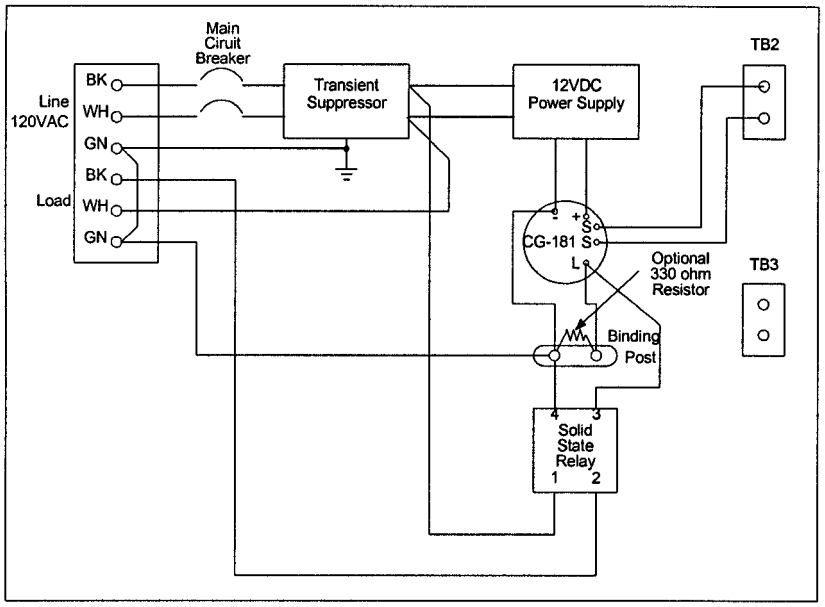

Figure 7-1
b. A CG-181, with the proper rhythm, and a daylight control (Type-L, if necessary) must be installed in the ACFC for proper operation (see Figure 7-1). One daylight control may be